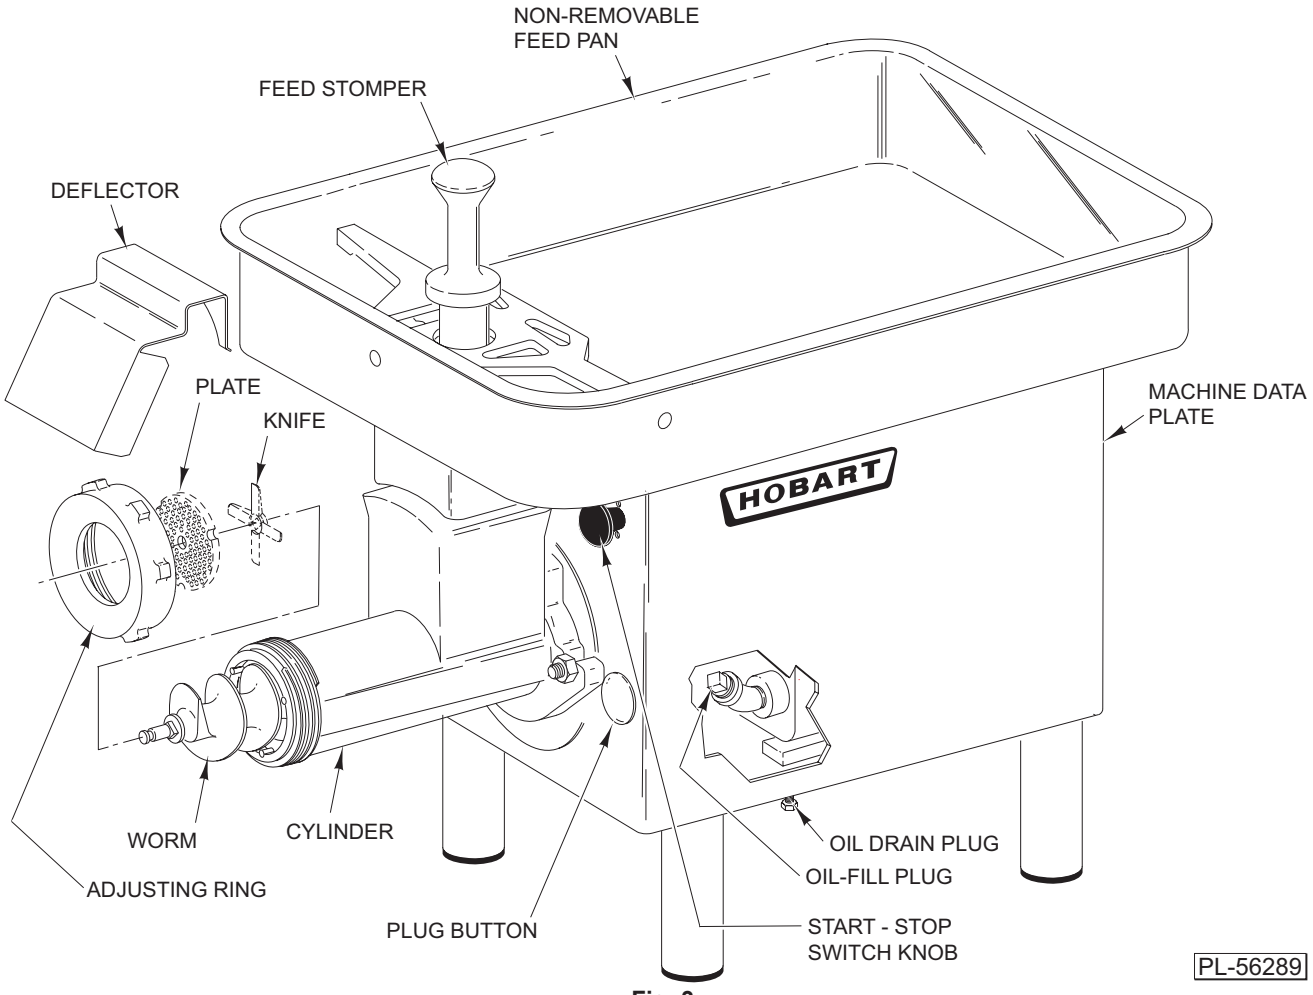
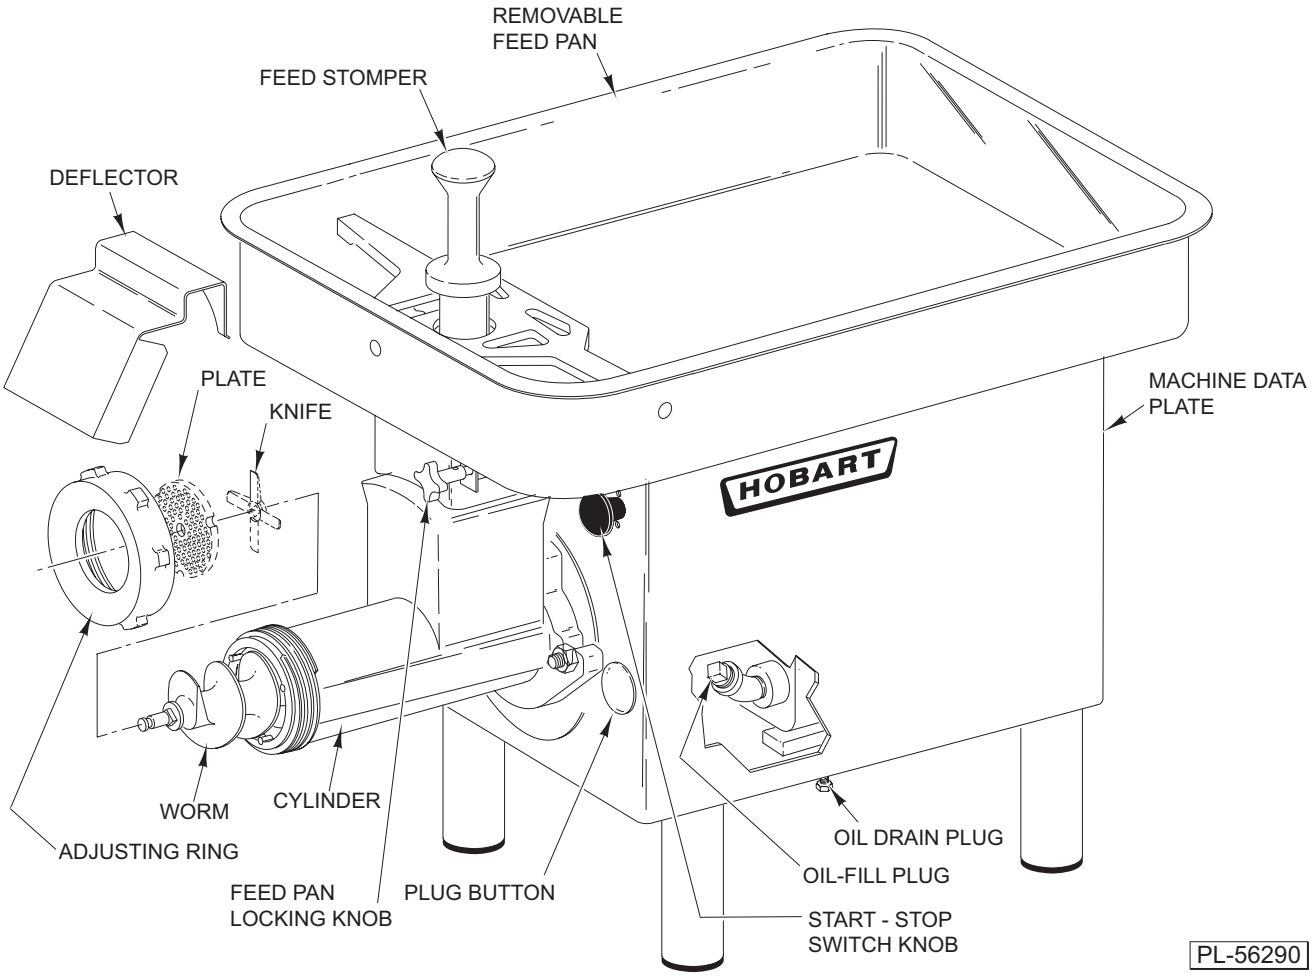
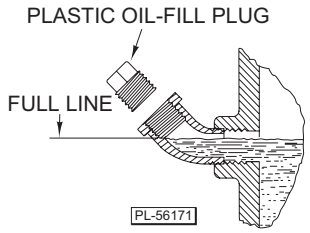

Fig. 3
Fig. 4
Fig. 6
After cleaning, assemble chopper Cylinder, Worm, Knife, Plate and Adjusting Ring (and Feed Pan on model 4732A) as discussed in cleaning, page 7, and Fig. 3 or Fig. 4. Place the Deflector over the Adjusting Ring.
- To start the chopper, pull the Start-Stop Switch Knob (Fig. 3 or Fig. 4).
Store the Feed Stomper as shown in Fig. 3 or Fig. 4.
To change the gear case oil, place a suitable catch pan under the machine and remove the Drain Plug (Fig. 3 or Fig. 4). When old oil is completely drained, replace the Drain Plug. Fill the gear case with 21 fluid ounces of Mobil Spartan EP 460 as follows: Remove the Plug Button (Fig. 3 or Fig. 4); then remove the Plastic Oil-Fill Plug (Fig. 6). Pour the proper amount of Mobil Spartan EP 460 into the elbow. The gear case is full when the oil is at the bottom thread level of the elbow (Fig. 6). Thread the Plastic Oil-Fill Plug back into the elbow, finger-tight. Press the Plug Button back into the hole of the chopper housing. The chopper requires no other lubrication maintenance.